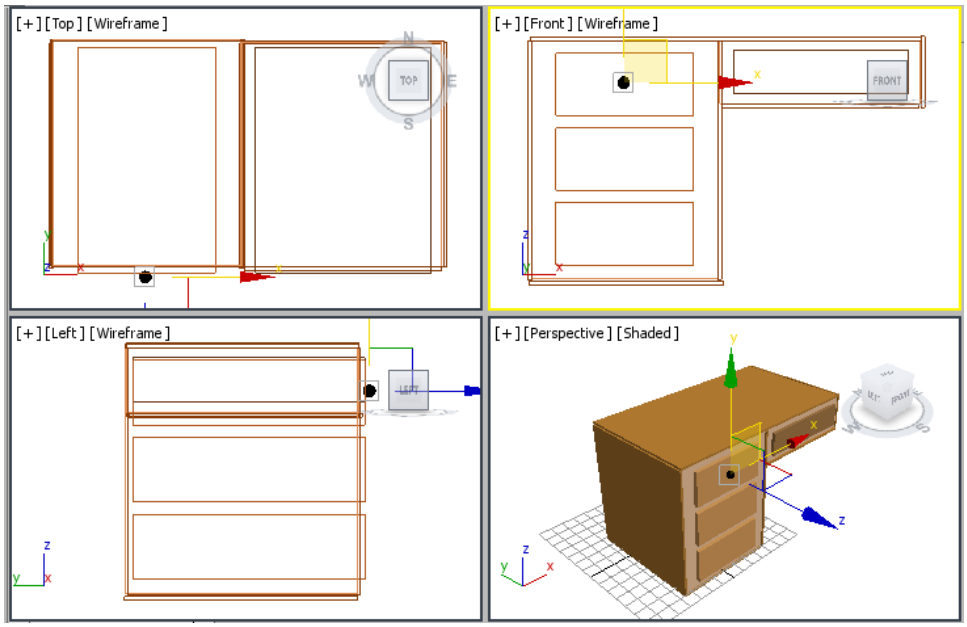

Figure 2-60 *Alignment of knob001 with drawer001*
4. Align *knob001* with *drawer001* in all viewports using the **Select and Move** tool, as shown in Figure 2-60.